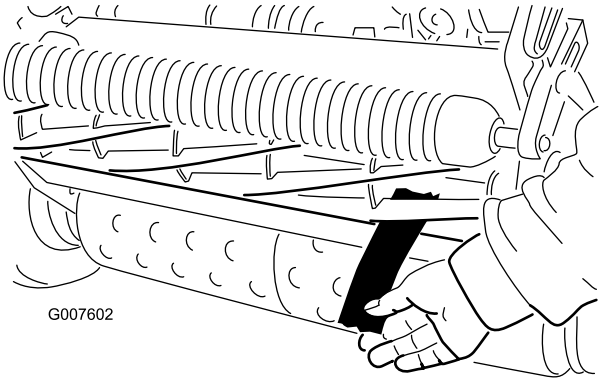

Figur 47
12. Afprøv klippeydelsen ved at indsætte en lang stribe klippeydelsespapir mellem knivcylinderen og bundkniven, vinkelret med bundkniven (Figur 47). Drej langsomt knivcylinderen fremad. Den bør klippe papiret.